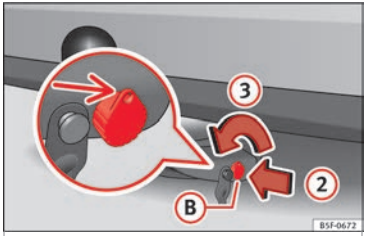

Fig. 222 Desbloquear cerradura
- Introduzca la llave (B) en la cerradura en sentido de la flecha (2) ››› **fig. 222**.
- Gire la llave en el sentido de la flecha (3) de la manera, que la parte agujereada de la llave se muestra hacia arriba.